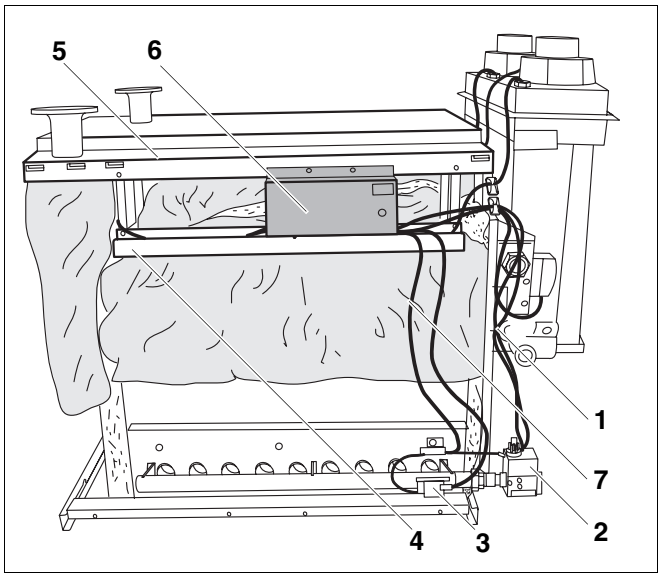

Afb. 83 Rechter ketelaanzicht (zonder regeltoestel)
- Schroef de brandersturingen (afb. 83, **pos. 6**) links en rechts aan de verwarmingsketel met twee schroeven met vlakke kop 3,9 × 9,5 aan de zijdelingse ketelafdekkappen (afb. 83, **pos. 5**).
- Sluit de kabels van de ventilatoren en de rookgasvoeler aan de brandersturing (afb. 83, **pos. 6**) van de betreffende brandertrap aan volgens het bijgeleverde schakelschema.
- De leidingen naar het regeltoestel worden via de kabelgoot (afb. 83, **pos. 4**) en de opening in de voorste ketelafdekkap geleid.
- Maak de verbindingen tussen de brandersturing (afb. 83, **pos. 6**), het regeltoestel en het bijkomende regeltoestel volgens het bijgeleverde schakelschema.
- De leidingen tussen de gasklep (afb. 83, **pos. 2**) en de brandersturing (afb. 83, **pos. 6**) worden met de klem voor de trekontlasting (afb. 83, **pos. 1**) aan de rugwand gefixeerd en via de kabelgoot naar de brandersturing gevoerd.